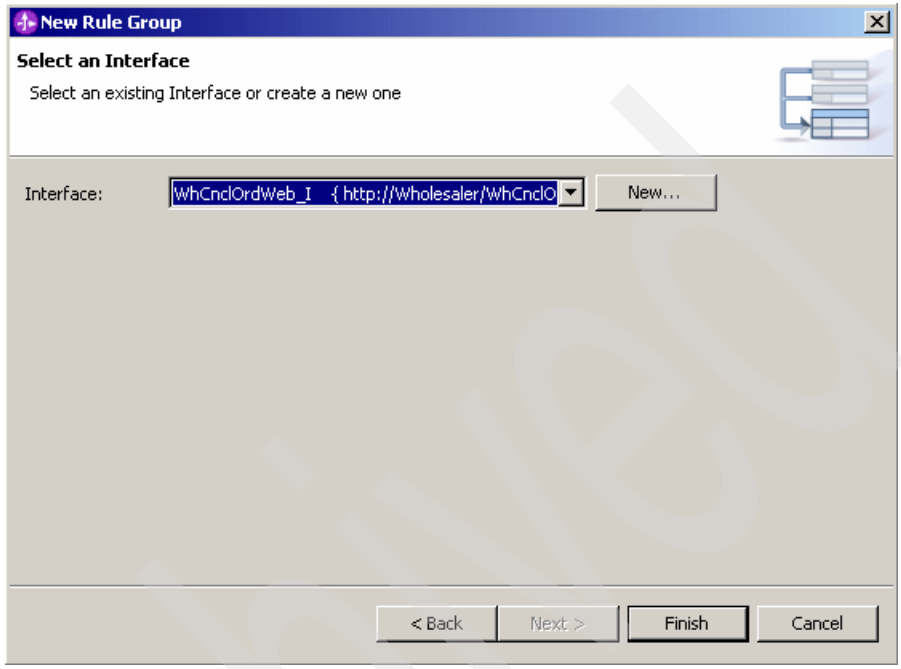

Figure A-62 Selecting the interface WhCnclOrdWeb_I
3. In the next window (Figure A-62), select the interface **WhCnclOrdWeb_I** and click **Finish**.